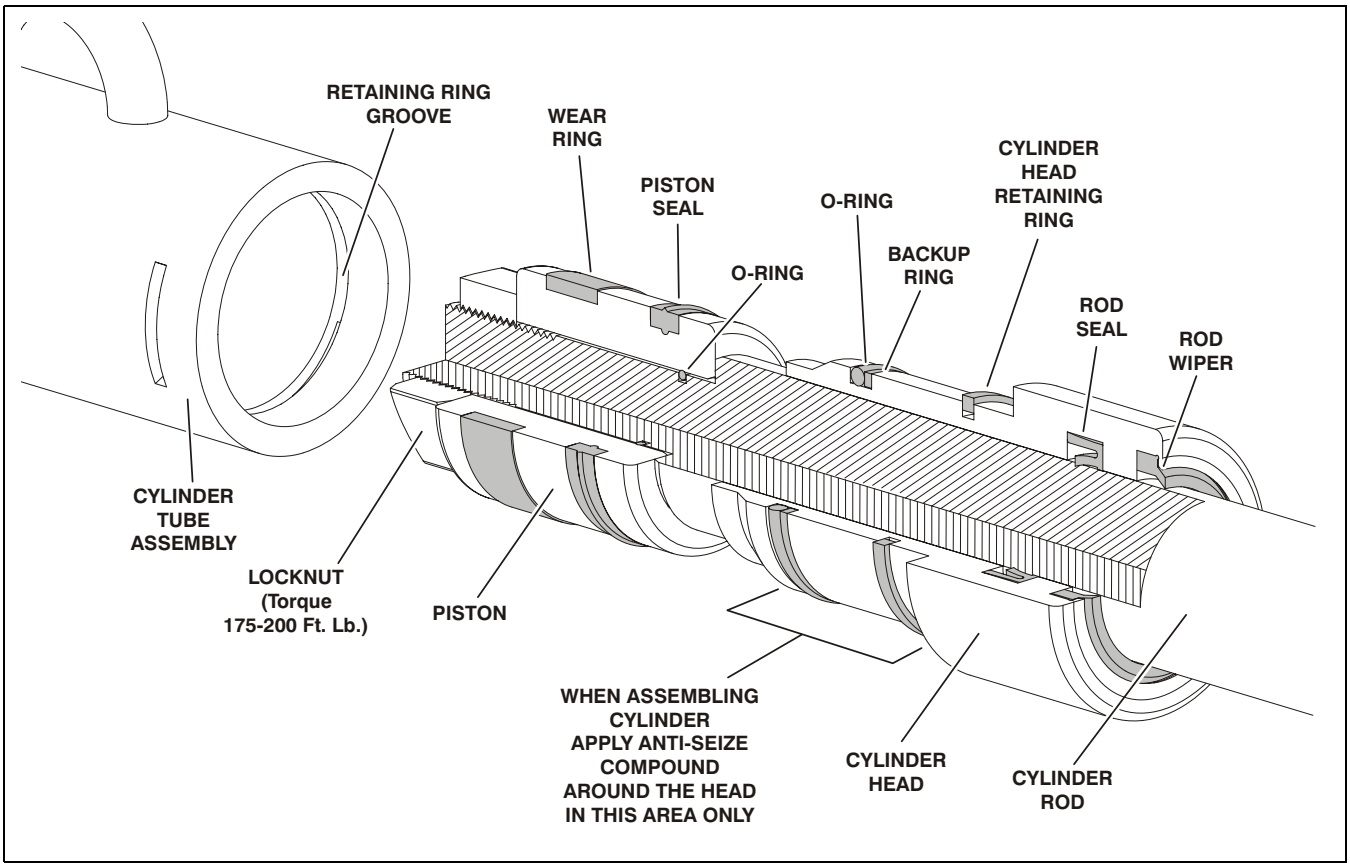

Figure 2-1. Lift Cylinder Internal Component Assembly Cross-Section.
(See Figure 2-1.)
1. Place mast section-1, rail (open) side up *(See Figure 2-1.)* on a clean, flat surface *(preferably a table or work bench capable of supporting the weight of the entire mast assembly)*. Slide mast out over end of work surface far enough to allow access to the chain anchor attach holes at top of mast.
2. Locate the two (2) single *(wide)* chain assemblies. Lay out each chain assembly with anchor block end towards mast, and notched end of block down, *(be certain floor surface is clean and free of any metal chips or debris which may stick to lubricated chains or lay chains in a clean bucket)*.
3. Insert the block anchor end (with notched end on bottom) into the top of mast section-1 and secure using two (2) 3/8"-16UNC x 2-1/2" long hex head bolts, flatwashers and nuts for each attach block. Place a flatwasher under bolt head and nut.